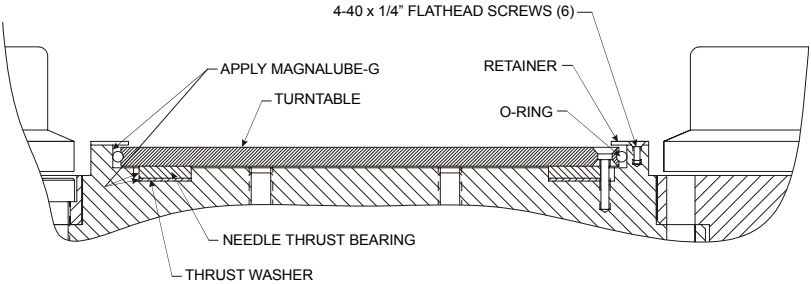

Figure 3-5. Converting the Unit for Small Angles
- ✓ Remove the six 4-40 x 1/4" flathead screws that attach the retaining ring to the unit (see Figure 3-5).